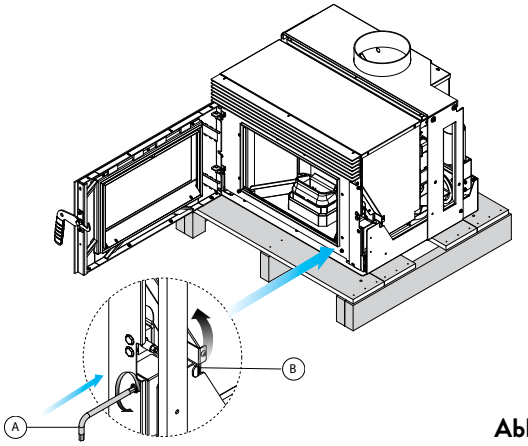
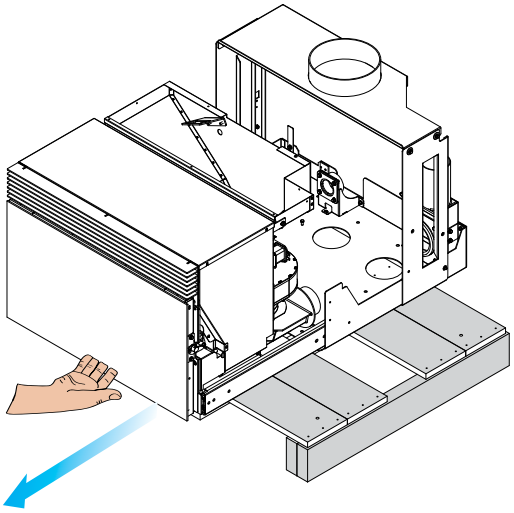

Abb. 6.1.2
Abb. 6.1.3
4) Stecken Sie einen Innensechskantschlüssel (A) in die Anschlagaufnahme ein; drehen Sie den Verriegelungshebel gegen den Uhrzeigersinn in Position (B) (Abb. 6.1.2), schließen Sie die Tür und ziehen Sie das Gerät bis zum Ende der Schienen nach außen (Abb. 6.1.3) heraus.